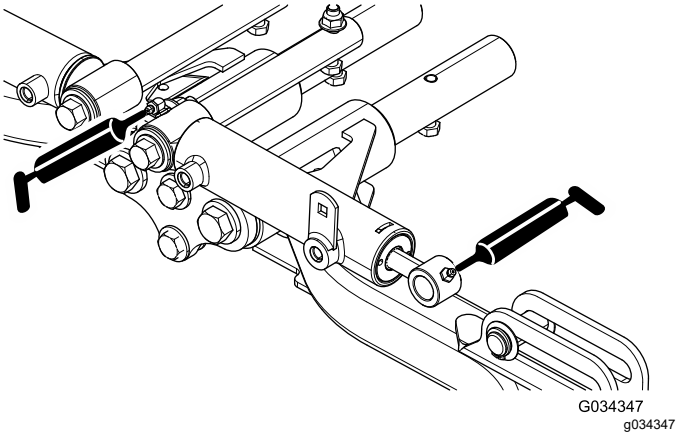

**Figure 49**
- Pivots de bras de levage avant et vérins de levage (3 chacun) ; voir Figure 49.